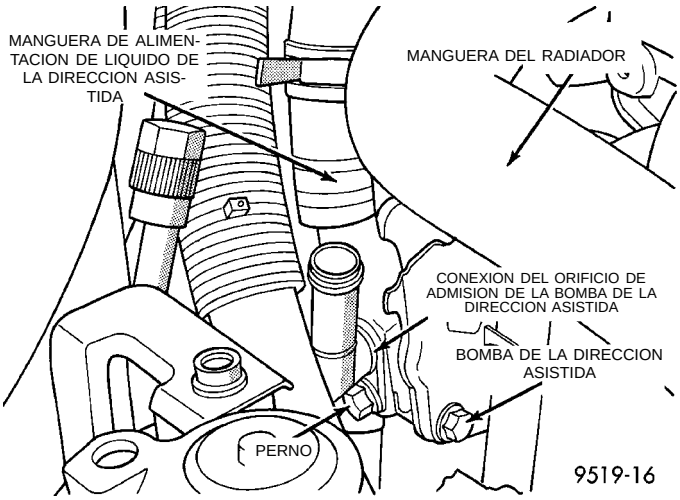

Fig. 6 Conexión del orificio de admisión de la bomba de la dirección asistida
(1) Retire de la conexión del orificio de admisión de la bomba de la dirección asistida la manguera de alimentación de líquido. (Fig. 6).
(2) Retire el perno (Fig. 6) que fija la conexión del orificio de admisión a la bomba de la dirección asistida.
(3) Retire de la bomba de la dirección asistida la conexión del orificio de admisión (Fig. 6).
(4) Retire de la conexión del orificio de admisión la junta de anillo en "O" y deséchela.